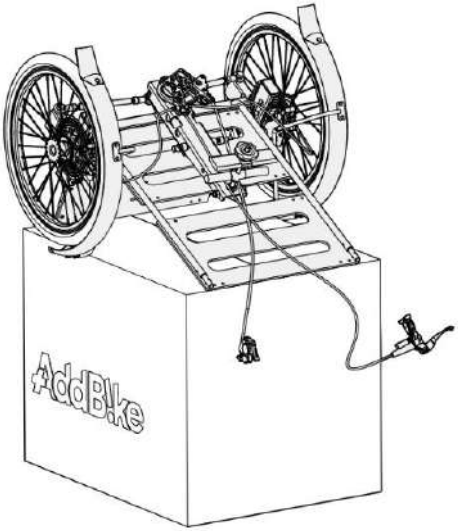

Abbildung 51 - AddBike+ auf seiner Schachtel
- Heben Sie das AddBike+ so an, dass es stabil ist und die Räder den Boden nicht berühren (z.B. indem Sie es auf seinen Originalkarton legen) (siehe Abbildung 51);